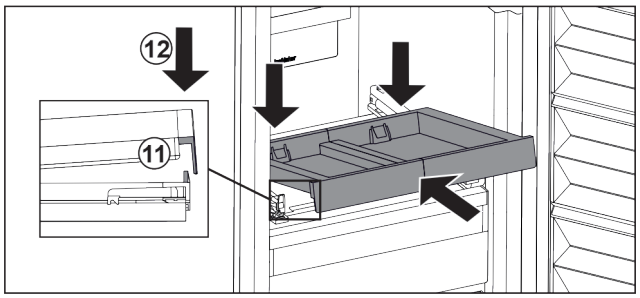

Fig. 27
▶ Schräg einschieben. Darauf achten, dass auf beiden Seiten der Anschlag hinter der Lasche ist. *Fig. 27 (11)*
▶ Auszugsbord vorne absetzen. *Fig. 27 (12)*